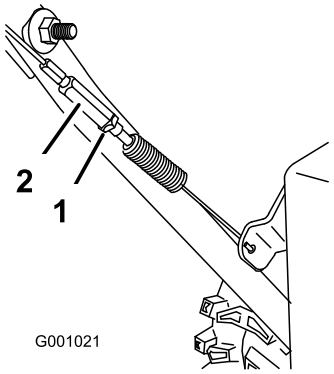

Bild 45
3. Ziehen Sie dann die Klemmmutter fest (Bild 45).